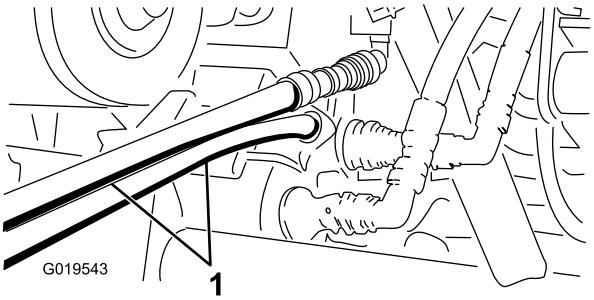

Rysunek 77
5. W drugim pojeździe podłącz dwa węże do złączki nadal znajdującej się we wsporniku złączki (podłącz górny wąż do górnej złączki i dolny wąż do dolnej złączki) (Rysunek 77).